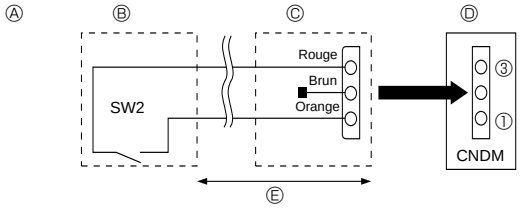

Fig. 9-2
9.2. Fonctions spéciales (modification sur site) (Fig. 9-2)